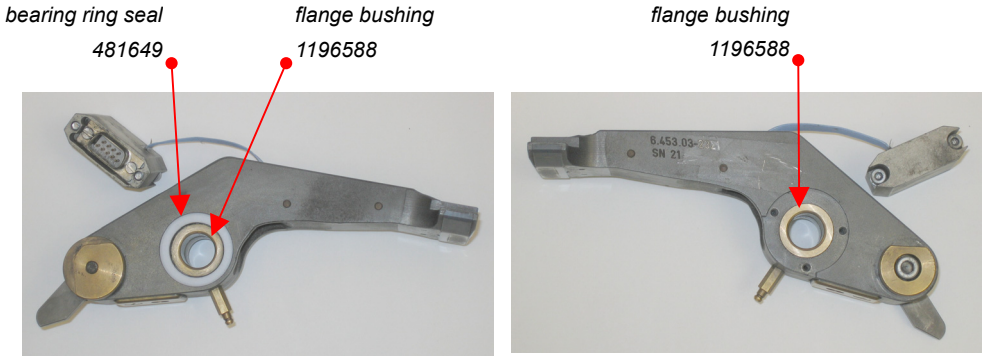

Fig. 5.5 Wear parts back side test head front side
- Clean all parts, especially the connection pin (2), the flange bushings (ref. Fig. 5.5) , bearing ring seal (3) and test head bearing bushing